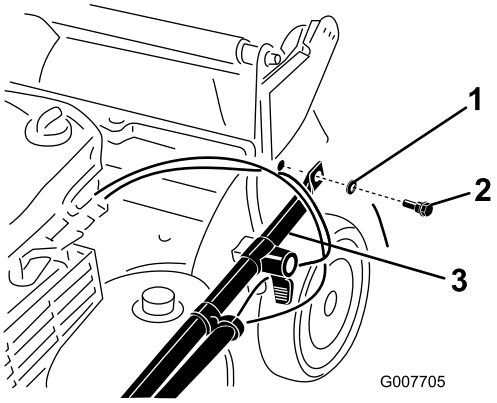

Rysunek 3
2. Przymocuj końce uchwytu do obudowy maszyny za pomocą dwóch śrub uchwytu z podkładkami (Rysunek 3), **ale nie dokręcaj śrub.**